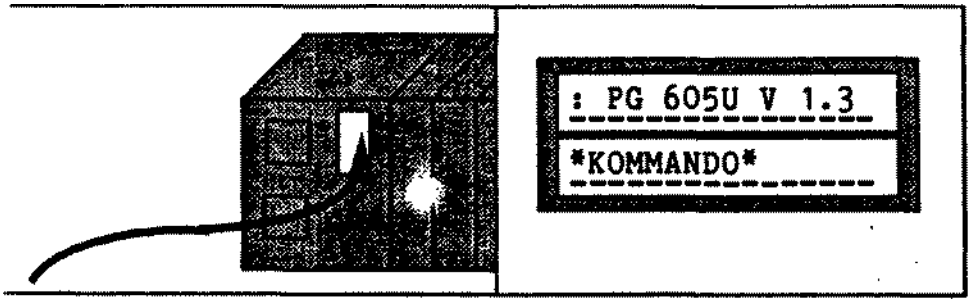

Рис. 7.5 После подключения кабеля Ваш программатор ожидает команды.
* Вставьте штеккер программатора в ответную часть на контроллере (смотри рис. 7.5).